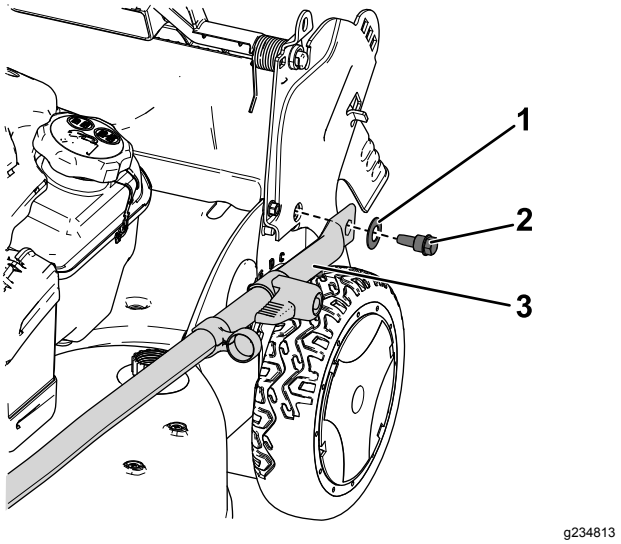

Figuur 3
2. Bevestig de uiteinden van de handgreep aan de maaikast met behulp van 2 sluitringen en 2 handgreepbouten (Figuur 3), **maar draai de handgreepbouten niet vast.**
Belangrijk: **Leid de kabels naar de *buitenzijde* van de handgreep (Figuur 3).**